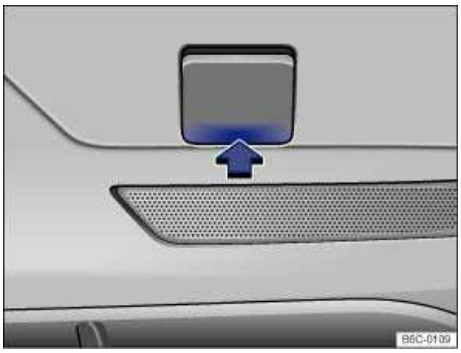

Fig. 184 In the right rear bumper: Removing the cover.
- Push on the cover at the lower area ⇒ fig. 184 (arrow) so that it pops out.
- Position the lower tab of the cover ⇒fig. 184 into the opening in the bumper and carefully push on the upper area of the cover until it has locked in place.